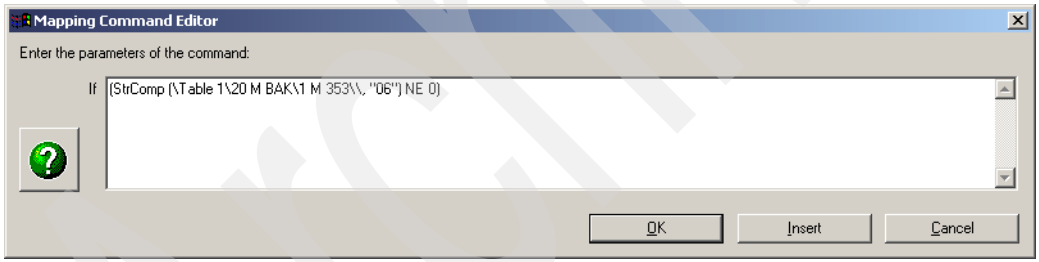

Figure 18-43 Enter condition
9. Enter NE 0 between the last two parenthesis on the right hand side of the mapping command. Your mapping command should appear as shown in Figure 18-43.